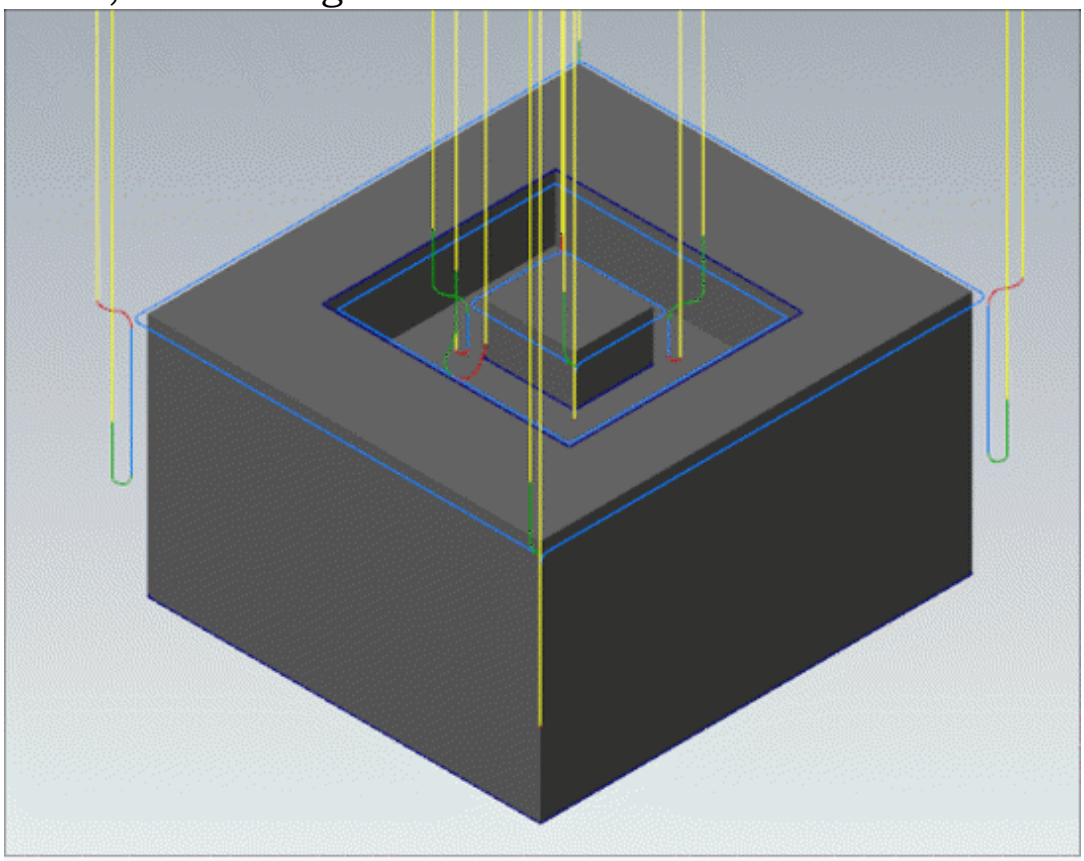

Figure-76. Deburr toolpath
- Set the other parameters as discussed earlier and click on the **OK** button from the dialog box. The toolpath will be created; refer to Figure-76.